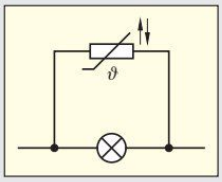

Bild 2: Teil einer Lichterkette
4. In hochwertigen Lichterketten, bei denen die Lampen in Reihe geschaltet sind, leuchten trotz defekter Lampen die restlichen, nicht defekten Lampen weiter. Beschreiben Sie den Aufbau eines Teiles einer solchen Lichterkette **(Bild 2)** und erklären Sie die Wirkungsweise des NTC-Widerstandes.